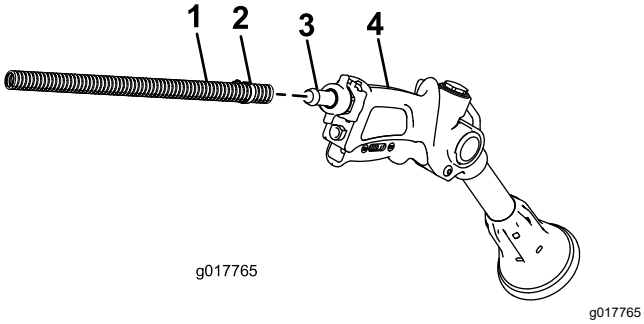

Figure 24
2. Connect the free end of the long hose to the fitting on the spray gun (Figure 24).